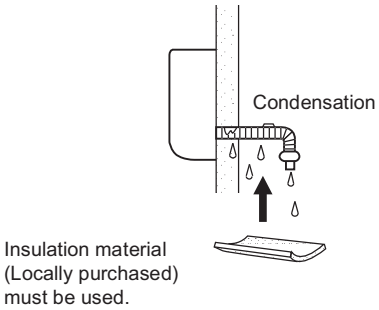

Fig. 1-89
c) If the drain hose will run in the room, insulate the hose with insulation* so that chilled condensation will not damage furniture or floors. (Fig. 1-89)